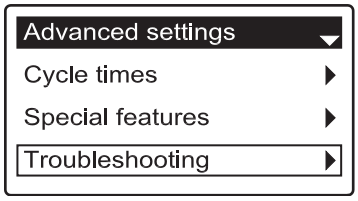

FIG. 74
3. Press the SELECT (○) button to display the Advanced settings menu (See Figure 74).